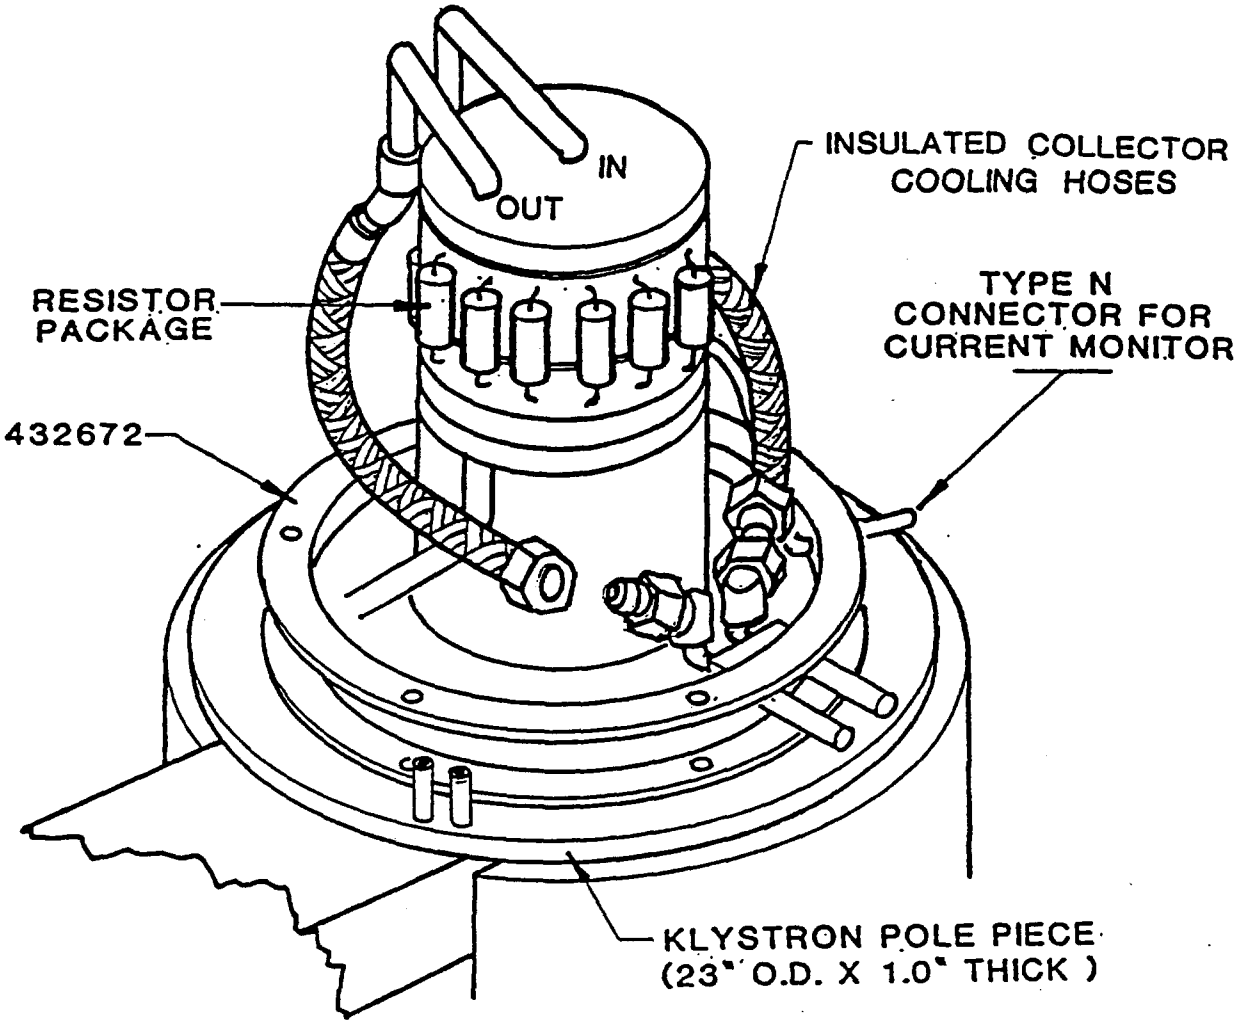

FIGURE 5.
4.4.1 The resistor package is mounted onto the Klystron collector. (see Figure 5) It is recommended that the value of the resistor package be in the neighborhood of 0.1 ohm, and be capable of passing the full Klystron beam current (approximately 150 amps peak). A type N coaxial cable feed-thru connector is provided in M5045-1 to access the resistor package.